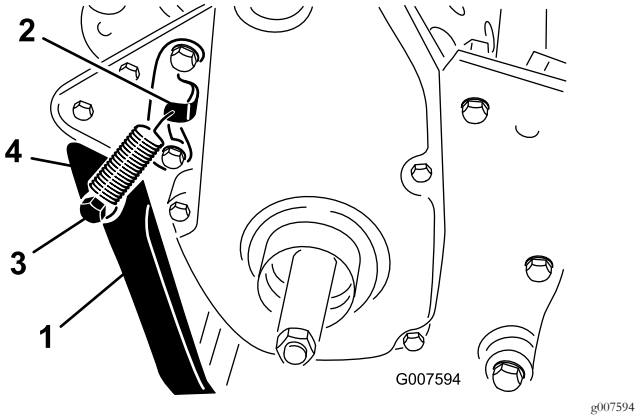

**Figur 6**
2. Sæt fjederen i hullet i fjederbeslaget og på fjedertappen, mens støttebenet justeres ind efter monteringshullerne i bagstellet (Figur 6).
3. Monter støttebenet på hver side af stellet med en bolt, afstandsbøsning, flad spændeskive og låsemøtrik (Figur 6).